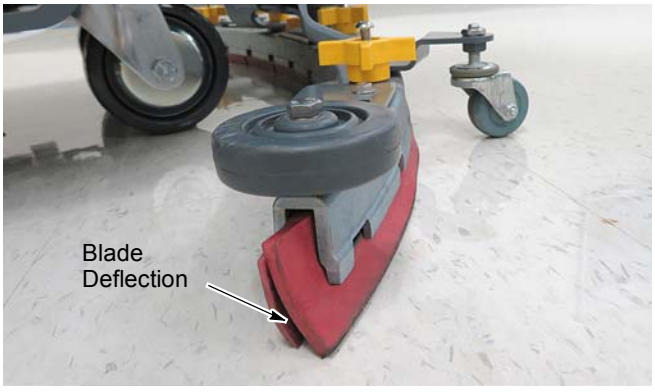

FIG. 8
4. Check squeegee blade for proper deflection. Lower squeegee to floor and propel machine forward for a short distance. The rear blade should deflect evenly across the full length of the squeegee as shown (Figure 8). Make sure the squeegee casters are in their normal position.